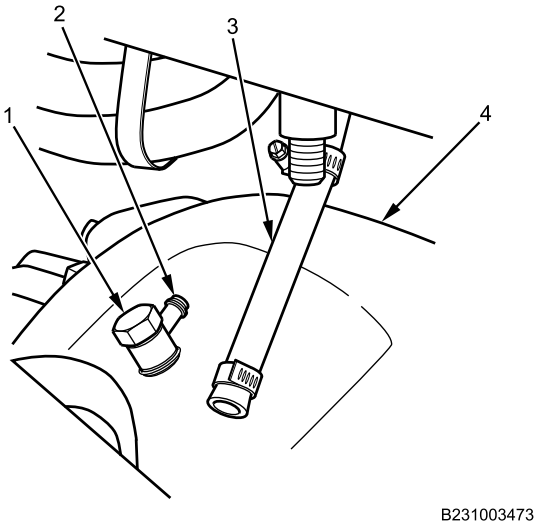

Figure 3. Front Axle Breather Installation.
1. Install front axle breather (Figure 3, Item 1) in breather access hole on differential case housing (Figure 3, Item 4).
2. Tighten front axle breather (Figure 3, Item 1) securely, but make sure hose adapter fitting (Figure 3, Item 2) is positioned as noted in removal process for proper installation to breather hose (Figure 3, Item 3).